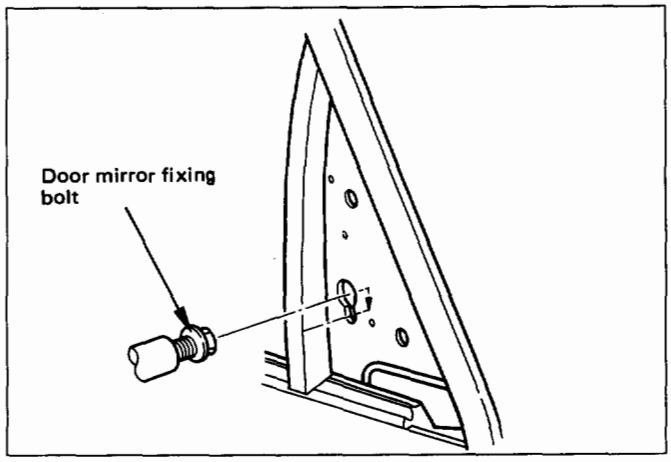

Fig. 10-98
1. When installing the door mirror, install the bolt to the mirror temporarily, hook the bolt to the door side hole and tighten it from the inside. (Fig. 10-98)